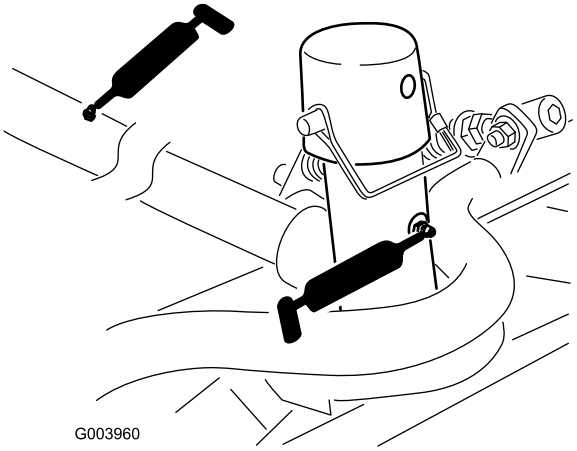

Figur 47
- Klippenhetens bärram och svängtapp (2 var) (Figur 47)